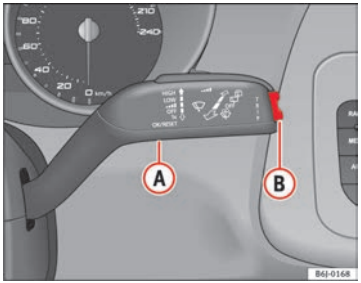

Fig. 35 Palanca del limpia-lavacristales: tecla A y tecla basculante B
En el indicador multifunción (MFA), puede consultar los siguientes datos accionando la tecla basculante ⇒fig. 35 (B) de la palanca del limpiacristales: ▶